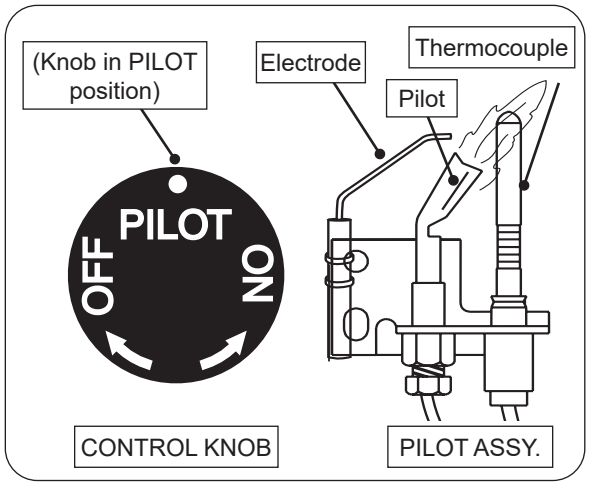

Fig. 29-1 Pilot lighting
3. Locate the pilot assembly on the side or rear of the burner pan (see Fig. 29-1).
4. Turn the control knob counterclockwise ↶ to **PILOT**. Push the knob **firmly and fully** in and hold. Push the piezo igniter button several times until the pilot lights. Continue to hold the knob in for about one (1) minute after the pilot is lit. Release the knob and it will pop back out. The pilot will remain lit. See Fig. 29-1. If it goes out, repeat steps 2-4.